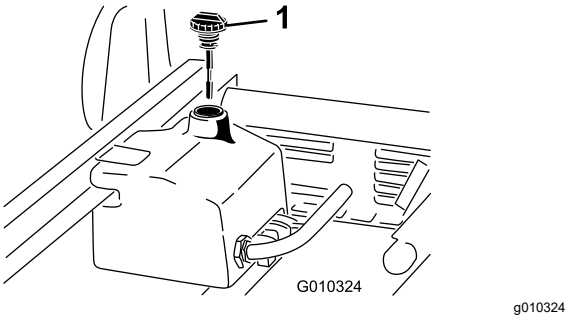

**Bild 70**
4. Reinigen Sie den Bereich um den Füllstutzen und den Deckel des Hydraulikbehälters (Bild 70).
6. Entfernen Sie den Peilstab (Bild 70) aus dem Füllstutzen und wischen ihn mit einem sauberen Lappen ab.